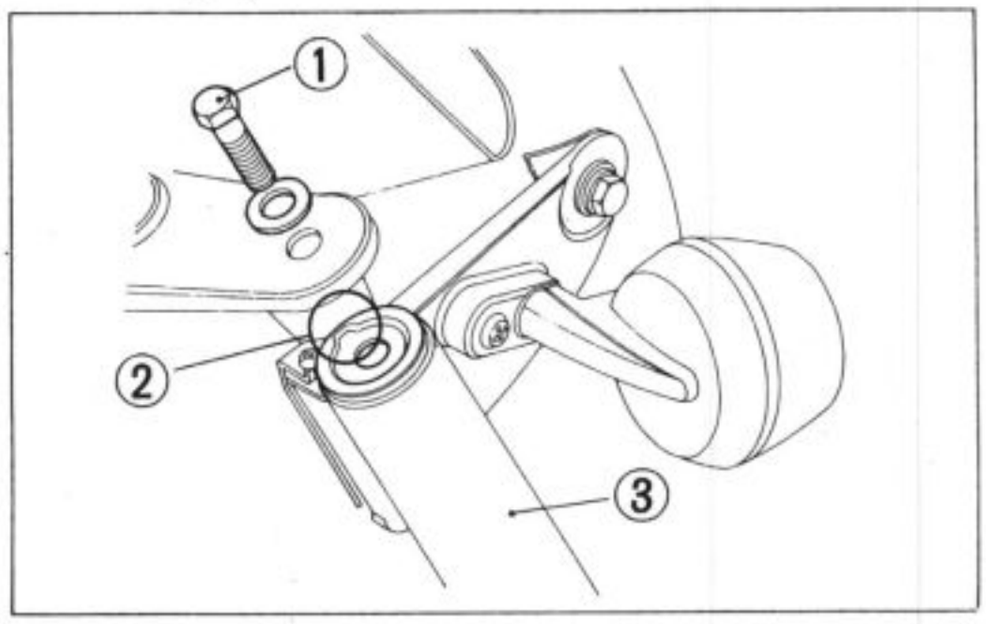

Fig. 4-19 1. Front fork bolt
4. Properly install the front shock absorber assembly as shown in Fig. 4-19.